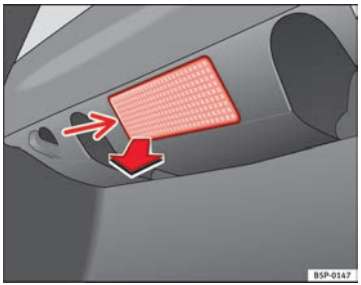

Abb. 206 Gepäckraumbeleuchtung
– Das Lampenglas der Glühlampe durch Druck mit einem Schraubendreher auf dessen Unterkante (Pfeil) abnehmen ⇒Abb. 206. ▶